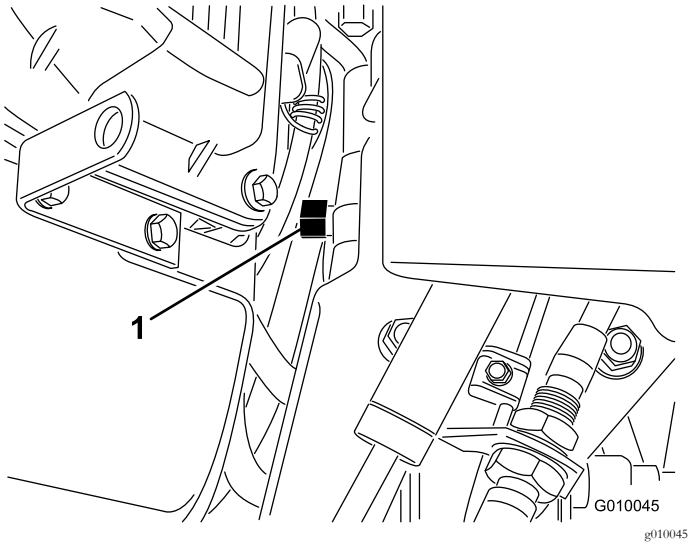

Figur 30
2. Finn omløpsventilen mellom motoren og den hydrostatisk pumpen (Figur 30).
3. Bruk en 5/8-tommes skrunøkkel og roter omløpsventilen én omdreining mot klokken. Dette gjør at hydraulikkvæsken kan gå utenom pumpen, og at hjulene kan rulle (Figur 30).
5. Drei omløpsventilen én gang med klokken for å bruke maskinen igjen (Figur 30).